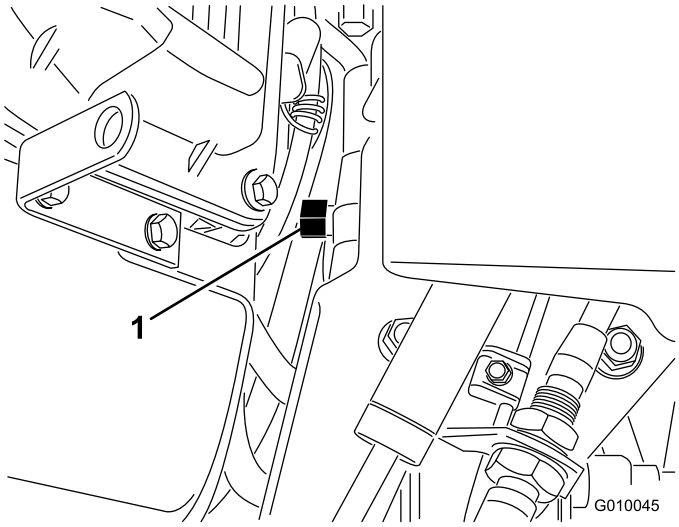

Figur 30
2. Finn omløpsventilen mellom motoren og hydrostatisk pumpe (Figur 30).
3. Bruk en 5/8-tommers skrunøkkel og rotere omløpsventilen mot klokken én omdreining. Dette tillater at hydraulikkvæsken passerer gjennom pumpen, og at hjulene ruller (Figur 30).
5. Drei omløpsventilen én gang med klokken for å bruke maskinen igjen (Figur 30).